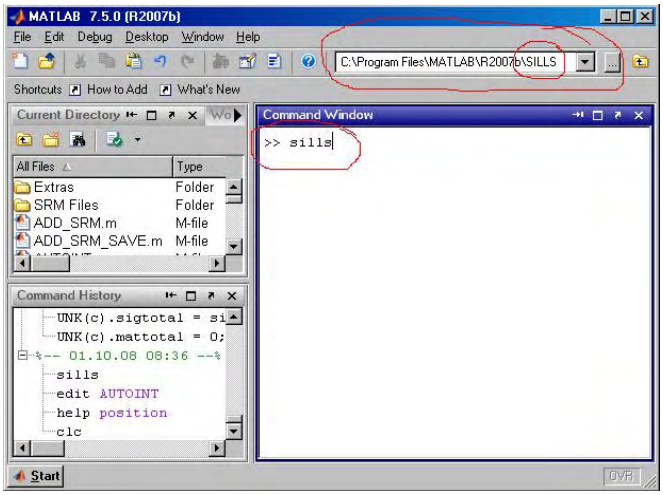

Fig. 1: The MATLAB platform
- Find the SILLS directory in the 'current directory' section at the top of the MATLAB window (Fig. 1)
- In the command window, type >> SILLS (Fig. 1)
Note: If you close the MATLAB main window (Fig. 1) you will also close SILLS. You are prompted to save or exit SILLS. If you erroneously closed the Matlab main window choose yes and cance and you can continue working.